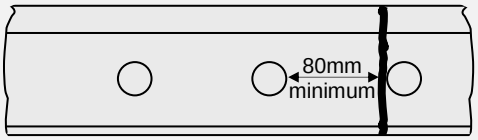

Figure 13 - Minimum distance of bolt hole from weld
- 6 Hole Pattern - Rails which have all 3 holes bored on each rail end must be cut behind the first bolt hole so that a minimum of 80mm is achieved from the weld to the first bolt hole (see Figure 13).